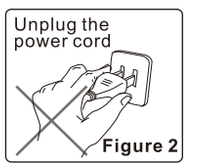

Figure 2
8. When moved or cleaned the product, make sure the power is off and the device is not running. (Figure 2)